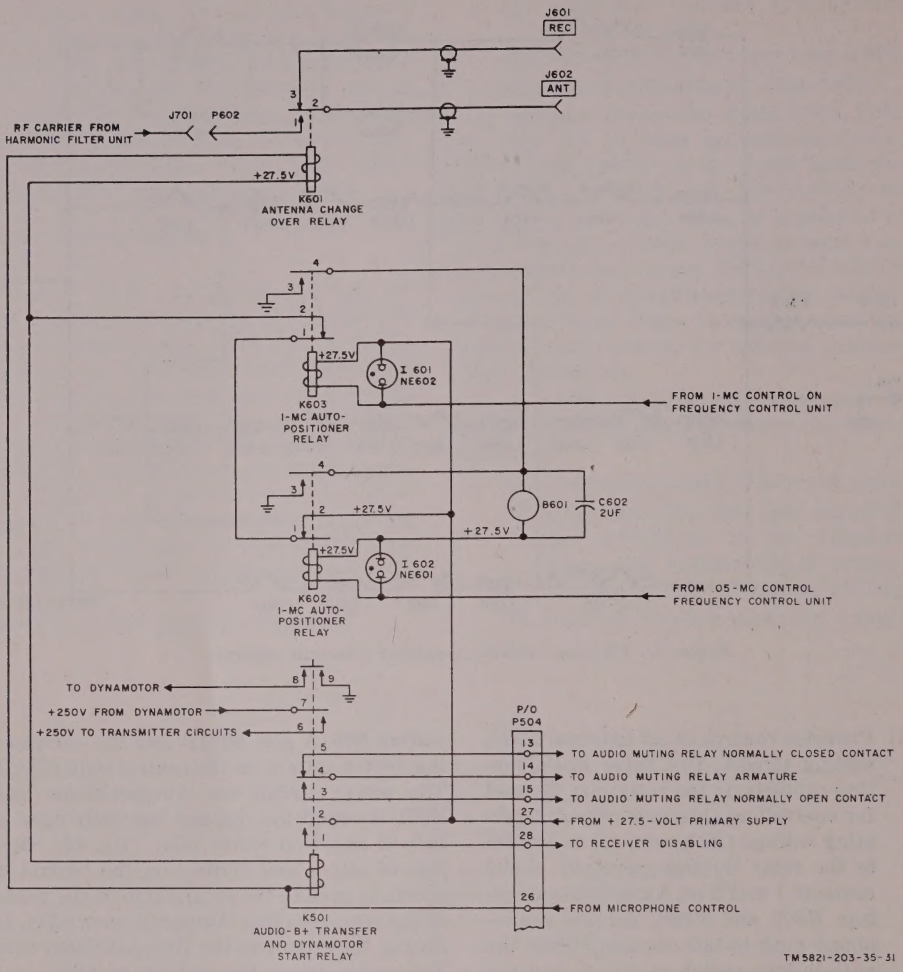
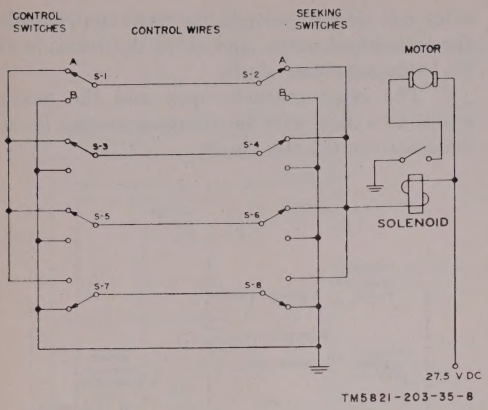
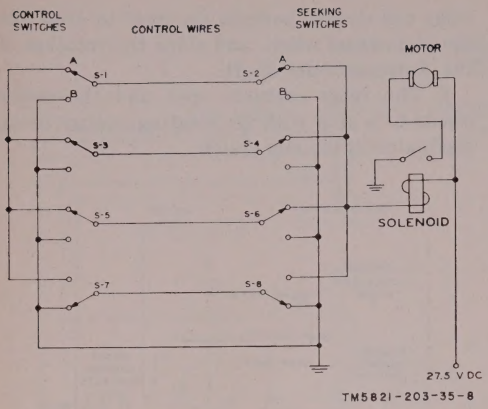
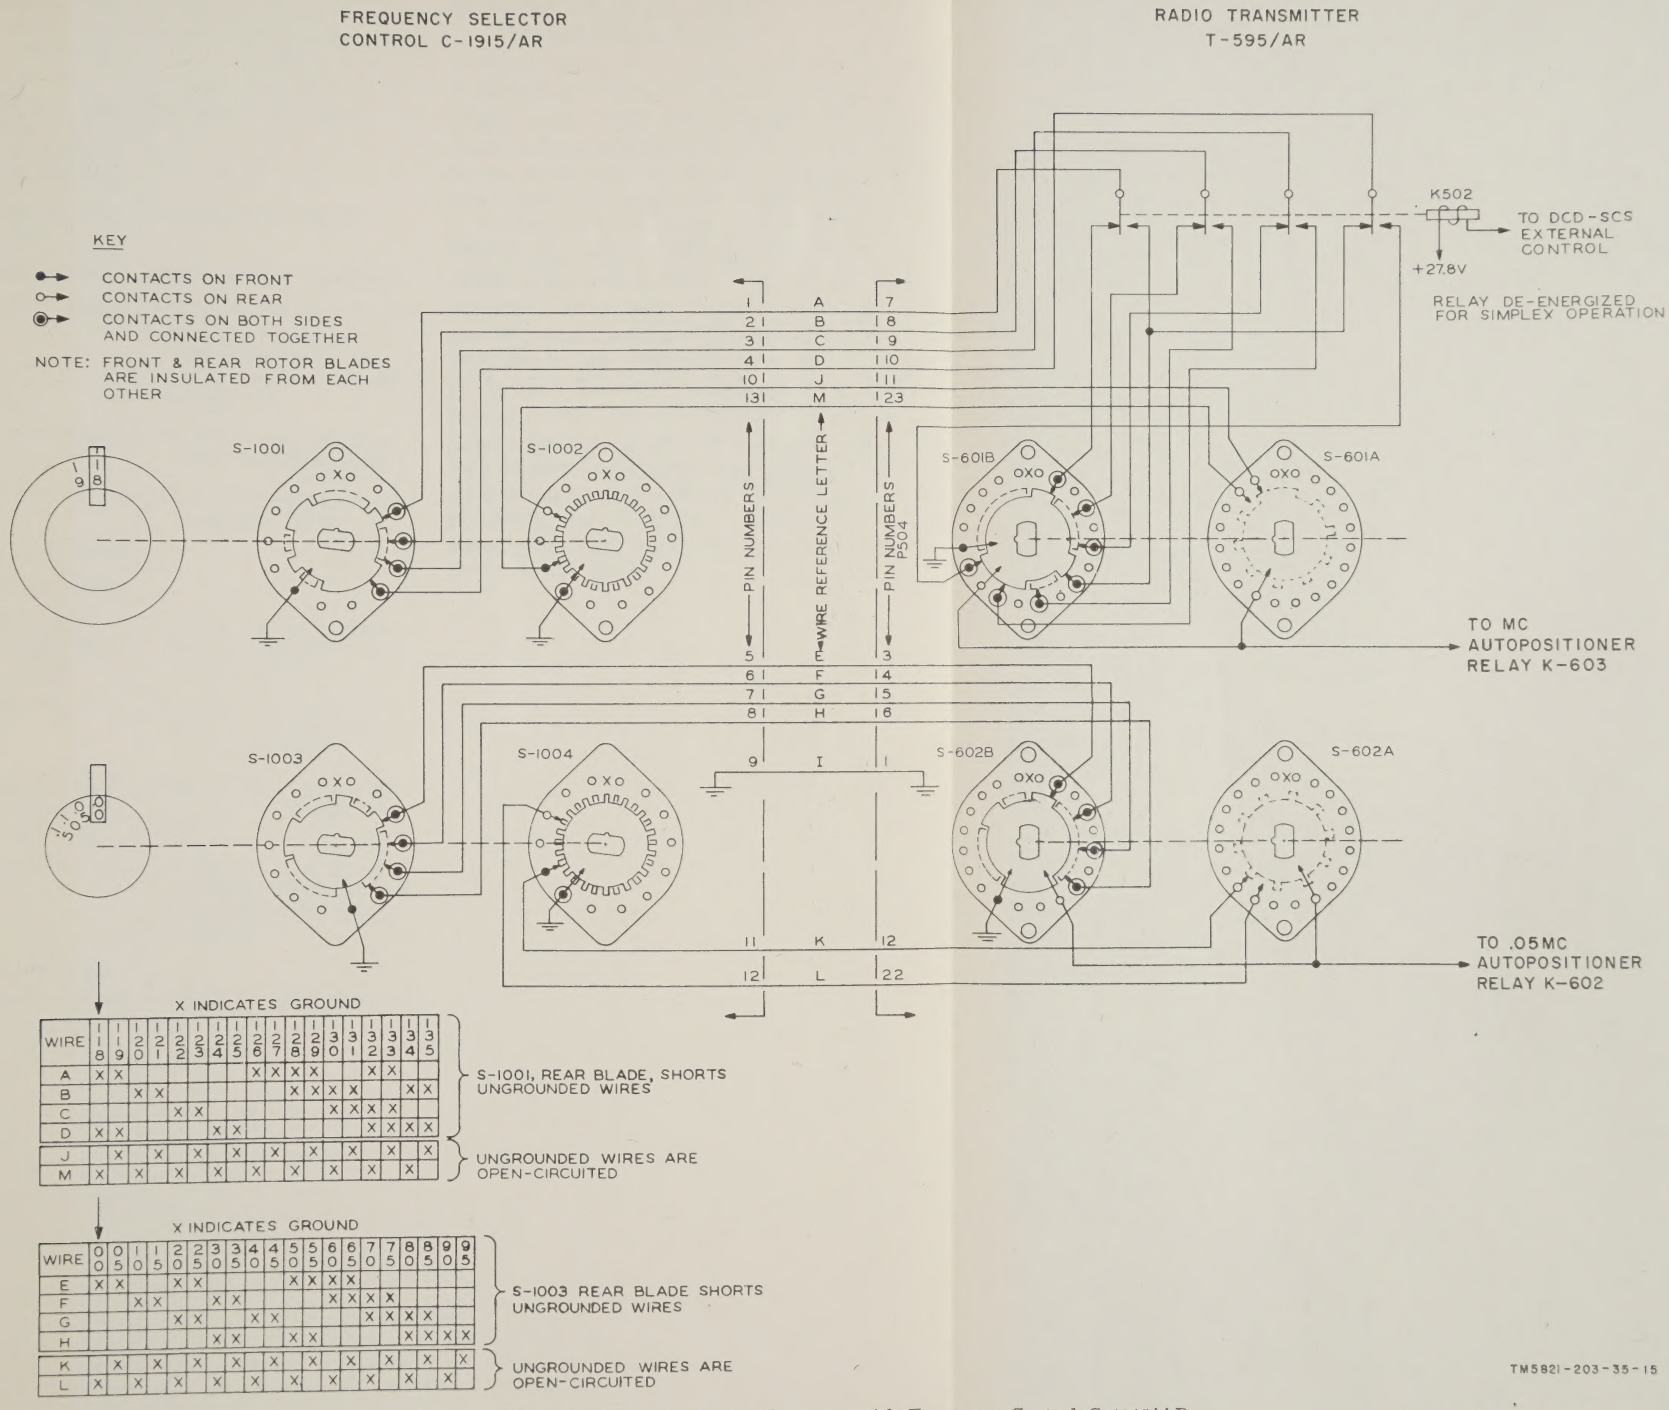

Figure 18. Relay control circuits, simplified schematic diagram.
Figure 20. Frequency control system, simplified schematic diagram.
Figure 20. Frequency control system, simplified schematic diagram.
Figure 21. Frequency control system with Frequency Control C-1915/AR
30. Relay Control Circuits (fig. 18)
(1) Antenna changeover relay K601.
(2) Audio-B+ transfer and dynamotor start relay K501.
(3) 0.05-mc Autopositioner relay K602.
(4) 1-mc Autopositioner relay K603.
b. Antenna Changeover Relay K601. This relay (fig. 18) switches the antenna from the RCVR jack (J601) on the front panel to the ANT jack (J602) when the push-to-talk switch is closed. Operating voltage is applied to relay K601 through normally closed contacts 1 and 2 on Autopositioner relays K602 and K603. Operation of the Autopositioner system causes one or both of these relays to operate, opening the contacts, thus making the antenna changeover relay inoperative.
(1) Controls dynamotor primary power.
(2) Interrupts the 250 volts supplied by the dynamotor to the transmitter when the Autopositioner system is turning to a new frequency setting.
(3) Controls receiver disabling voltage.
(4) Provides control of an external audio muting circuit. The three audio muting contacts on the relay may be used for controlling sidestone output. Operating voltage (27.5 volts dc) is applied to the relay through normally closed contacts 1 and 2 on Autopositioner relays K602 and K603 and the microphone push-to-talk switch. When the push-to-talk switch is closed, and the transmitter is not tuning, relay K501 is energized and supplies a ground to dynamotor. At the same time the relay closes, the 250-volt line to the transmitter applies 27.5 volts dc to pin 28 on plug P504 and connects pin 14 on plug P504 to pin 15.
d. Autopositioner Relays K602 and K603. Autopositioner relay K602 or K603 is operated when the respective 0.05-mc or 1-mc control is operated on the control unit. Relay K603 is energized through contacts on seeking switch wafers S601A and S601B and the corresponding switch wafers on the control unit (fig. 21). The power circuit for Autopositioner motor B601 is completed through normally open contacts 3 and 4 on either relay (fig. 18). Operation of either dial control on the control unit shorts to ground the return side of the solenoid of the corresponding Autopositioner relay, thus closing the circuit to the Autopositioner motor. The motor drives the seeking switches on the front panel until an open circuit is found; this causes the operated Autopositioner relay to be deenergized. The motor then stops at a position corresponding to the dial setting on the control unit.
b. This system can be understood by considering a system of single-pole double-throw switches (fig. 20). Note that when the switches are set symmetrically (S1 in the same position as S2, etc), there is no current path from the relay coil to ground, and the relay and motor will remain deenergized. If, however, any one of the control switches is set to a position different from that of its corresponding seeking switch, a path to ground will be created, energizing the relay and causing the motor to operate until the symmetry of the system is restored; this will again open the relay circuit.
c. The total number of different combinations in a system such as this is equal to 2^N, where N is the number of control wires used. In the 4-wire system shown, $2^4 = 16$ different combinations. One combination, however, is not usable in this application. As indicated in figure 20, if all the seeking switches are set to the B position, there can be no path from coil to ground no matter how the control switches are set. Hence, the maximum number of combinations usable in this system is $2^N - 1$. Thus, a 3-wire system can control 7 positions; 4 wires, 15 positions; 5 wires, 31 positions, etc. Figure 21 shows the interconnections between Frequency Selector Control C–1915/AR and the transmitter Autopositioner units. The control wiring in the frequency control system is listed in the following chart: